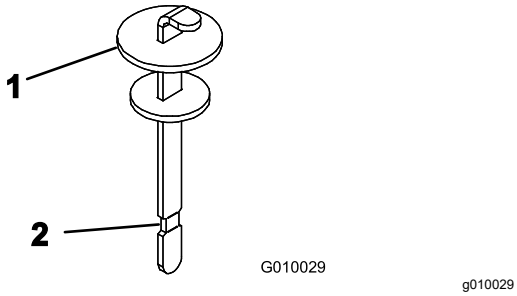

Rysunek 63
4. Wyciągnij bagnet i przetrzyj go czystą szmatką. Włóż wskaźnik poziomu w otwór wlewu, wyjmij go i odczytaj poziom oleju. Poziom oleju powinien znajdować się na wysokości znacznika na mierniku poziomu oleju (Rysunek 63).